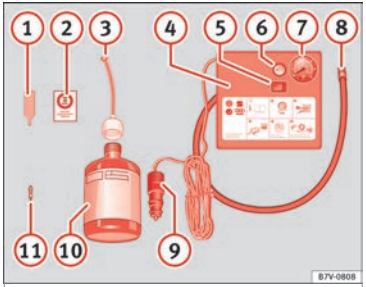

Fig. 101 Standard representation: contents of the anti-puncture kit.
The tyre mobility system is located underneath the floor covering in the boot. It includes the following components ››› **Fig. 101**:
Screw the inflator tube ››› **Fig. 101** (8) again and check the tyre pressure on the gauge (7).